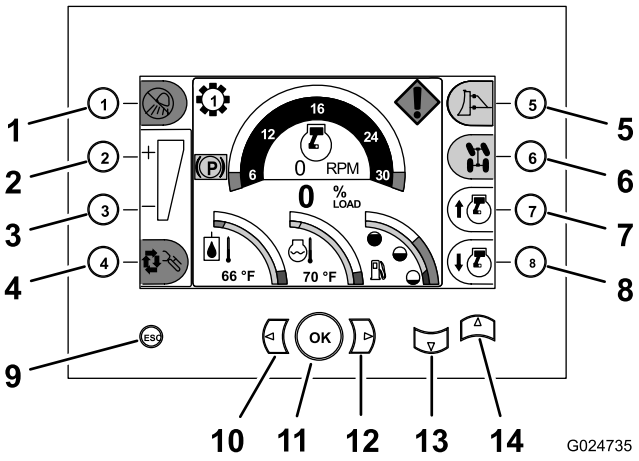

Figura 9
Familiarícese con todos los controles (Figura 9 a Figura 16) antes de arrancar el motor y trabajar con la máquina.
Los botones del centro de control se utilizan para controlar las funciones de la máquina y para navegar a las pantallas de configuración y diagnóstico de la máquina (Figura 9).
- **Botón Aumentar velocidad** – Pulse el botón Aumentar velocidad (botón 7), situado en la esquina inferior derecha del centro de control, para aumentar la velocidad del motor (Figura 9).
- **Botón Reducir velocidad** – Pulse el botón Reducir velocidad (botón 8), situado en la esquina inferior derecha del centro de control, para reducir la velocidad del motor (Figura 9).